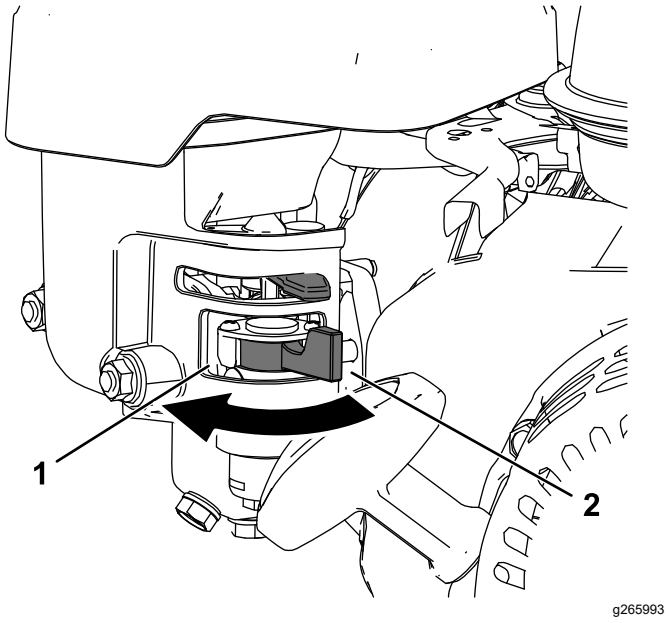

Figura 11
- Per aprire la valvola del carburante, ruotate la manopola della valvola di intercettazione del carburante verso la manopola dell'avviatore autoavvolgente (Figura 11).
- Per chiudere la valvola del carburante, ruotate la manopola della valvola di intercettazione del carburante in direzione opposta rispetto alla manopola dell'avviatore autoavvolgente (Figura 11).